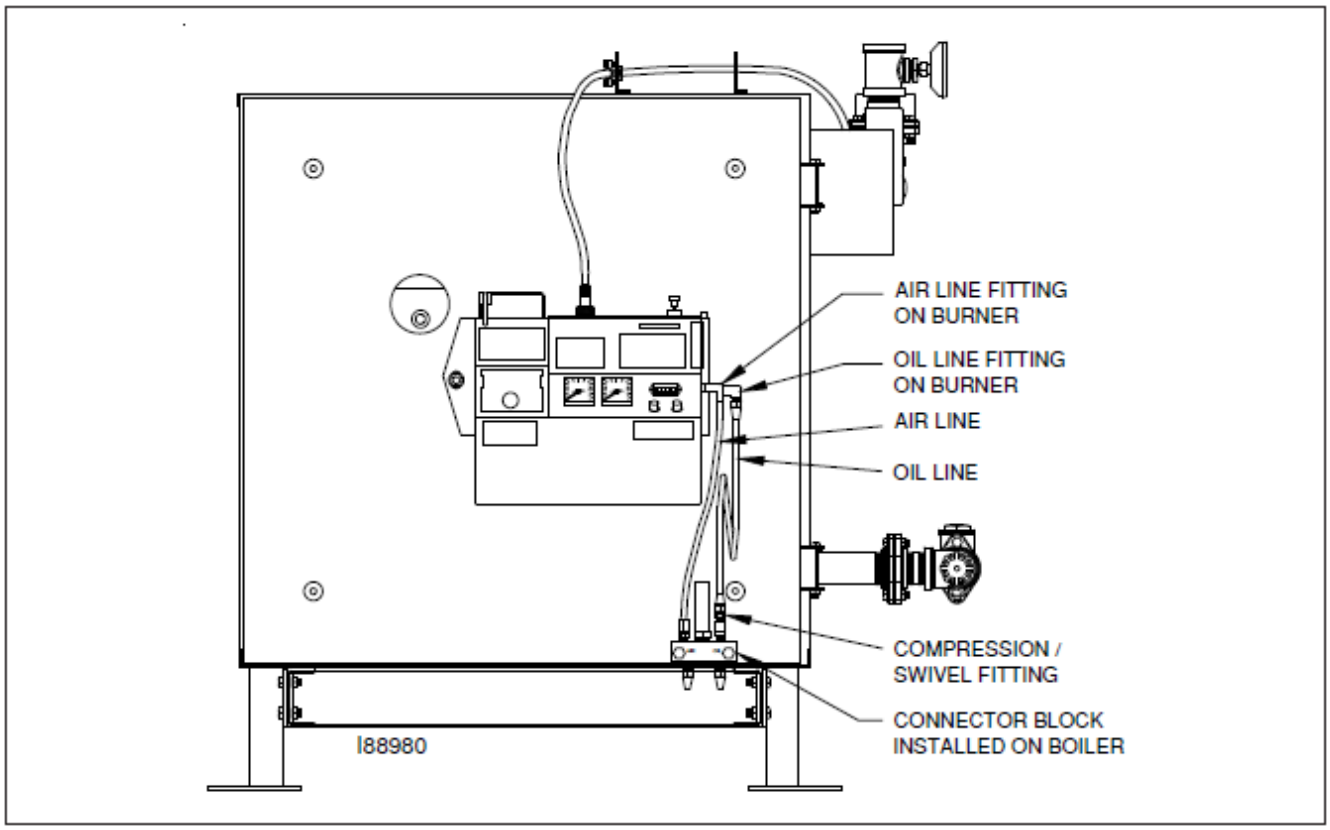

Figure 3J - Installation of Connector Block, Oil Line, and Air Line (Front View)
NOTE: You may also check the positioning of the oil line according to Figure 3J, which provides a larger front view of the connector block assembly.
2. Refer to Figure 3J. Push the air line tubing into the fitting on the connector block until the tubing bottoms out in the fitting.